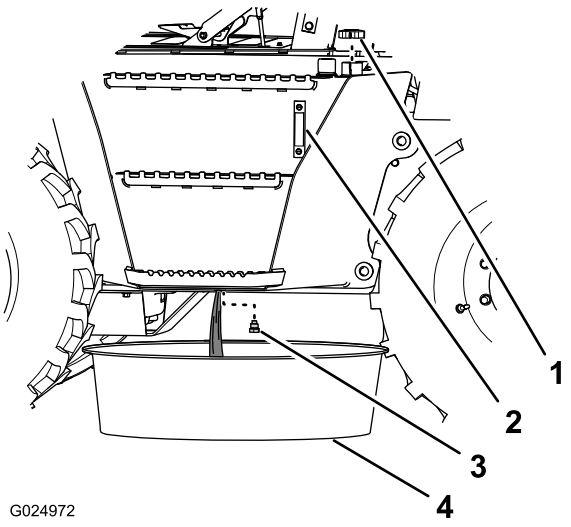

Figura 107
6. Coloque un recipiente con cabida para al menos 190 litros debajo del tapón de vaciado del depósito hidráulico (Figura 107).
7. Retire el tapón de vaciado del depósito hidráulico (ubicado debajo del depósito) y purgue el depósito (Figura 107).
9. Instale el tapón de vaciado (Figura 107).